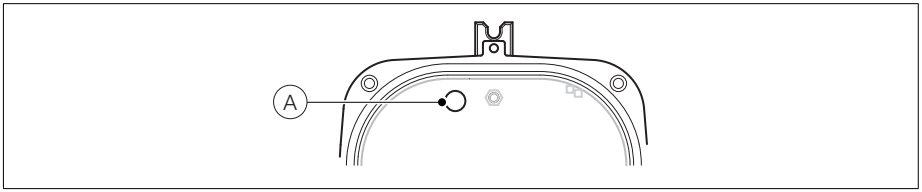

Fig. 4.10 Fjerntransmitter – Udskiftning af den indre sikring
3. Se fig. 4.10, og afmonter indstikssikringen (A) fra sikringssoklen.